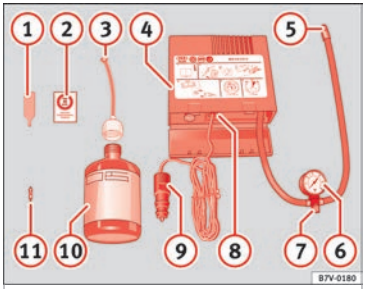

Fig. 95 Standard representation: contents of the anti-puncture kit.
The anti-puncture kit is located underneath the floor covering in the luggage compartment. It includes the following components ››› **Fig. 95**:
Screw the inflator tube ››› Fig. 95 (5) again and check the pressure on the gauge (6).